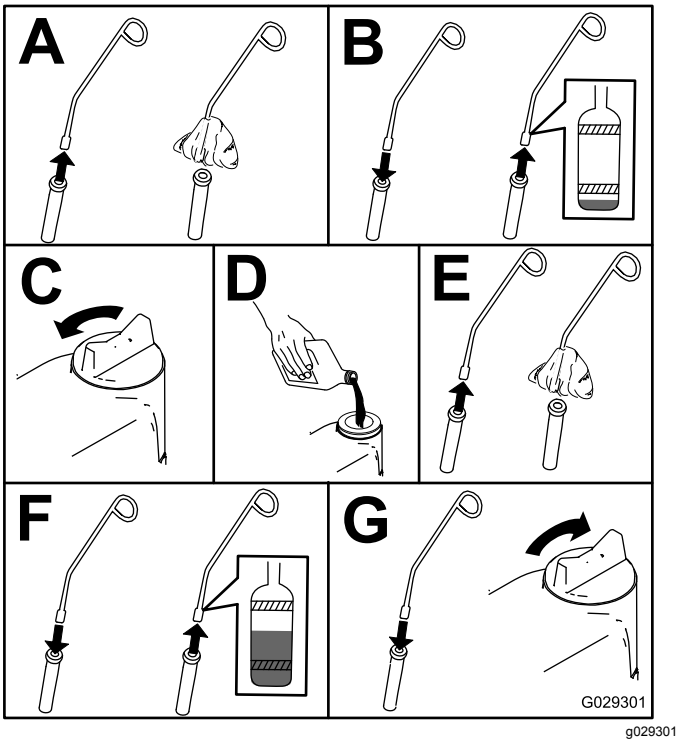

Figur 47
3. Kontroller motoroliestanden som vist i Figur 47.